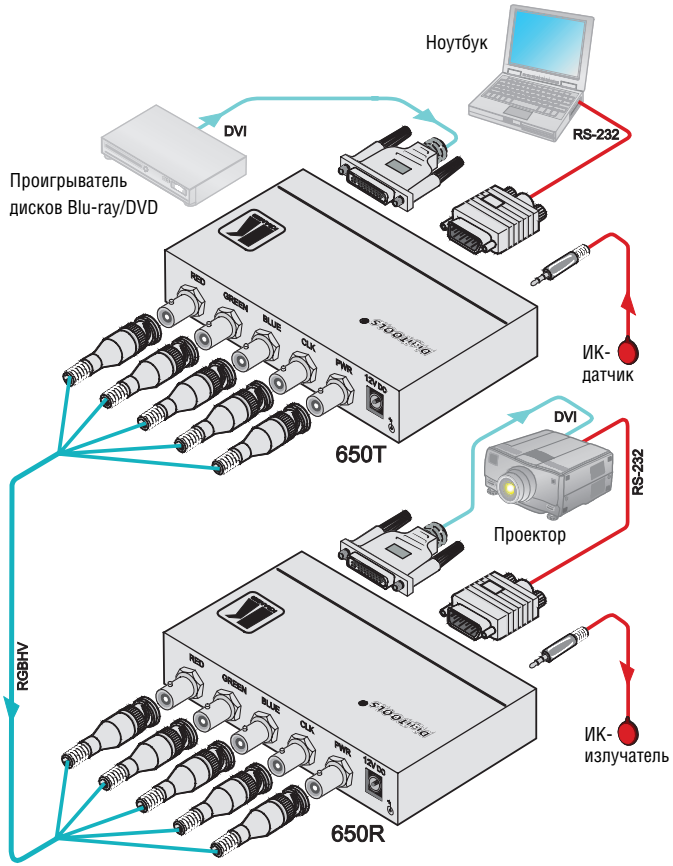

Рис. 3. Приемо-передающая система DVI/RS-232/ИК по коаксиальным кабелям
Имеется возможность использования передатчика DVI/RS-232/ИК в коаксиальный кабель **650T** совместно с приемником DVI/RS-232/ИК из коаксиального кабеля **650R** для построения приемо-передающей системы DVI/RS-232/ИК (см. рис. 3).
Чтобы подключить приемо-передающую систему DVI/RS-232/ИК в соответствии с примером, показанным на рис. 3, действуйте в следующем порядке:
- Подсоедините блоки питания 12 В постоянного тока к **650T** и к **650R** (на рис. 3 не показано). Дистанционная подача электропитания, дистанционное ИК управление и функции RS-232 недоступны.
- Подсоедините блок питания 12 В постоянного тока или к **650T**, или к **650R** (на рис. 3 не показано). Подача электропитания и команд ИК дистанционного управления во второе устройство осуществляется через коаксиальное соединение электропитания.